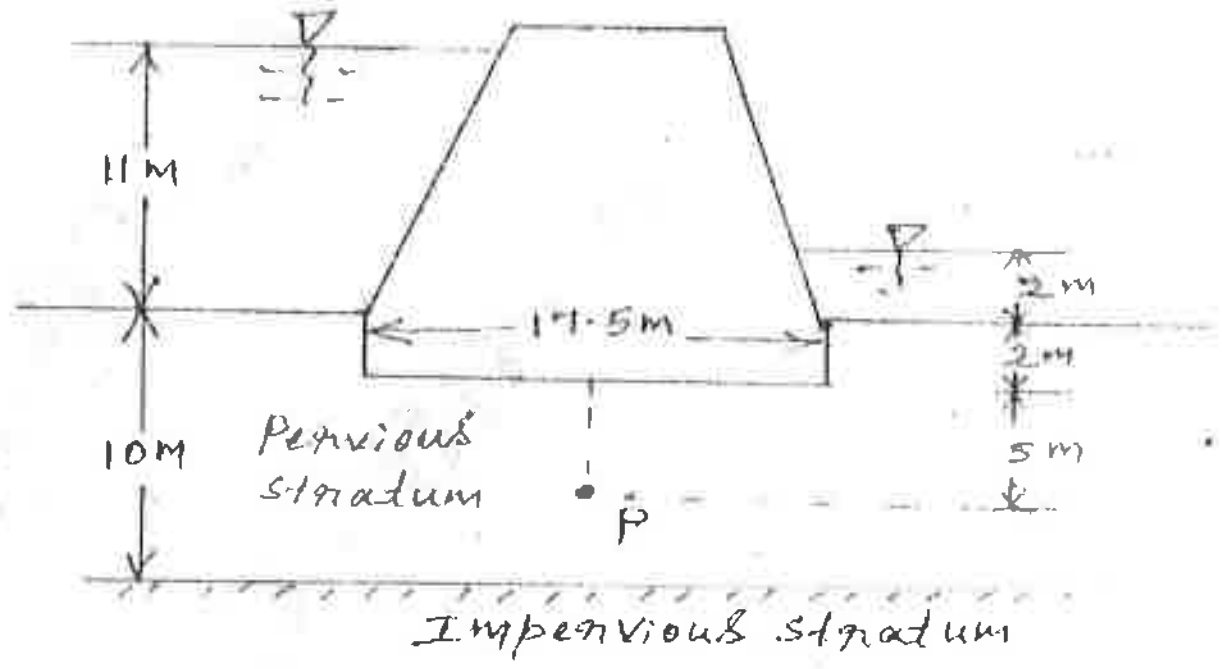

Fig.Q3(b)
b. A concrete dam fig. Q3(b) 17.5m base retains water to a level of 11.0m on the upstream. The water level on the downstream is 2.0m. The impervious stratum is 10.0m below the dam. The coefficient of permeability K = 1 × 10^{-6}m/sec. If dam is 50m long compute total quantity of seepage flow per day below the dam. Also compute seepage pressure at point P, 5m below the center of the dam. (12 Marks)